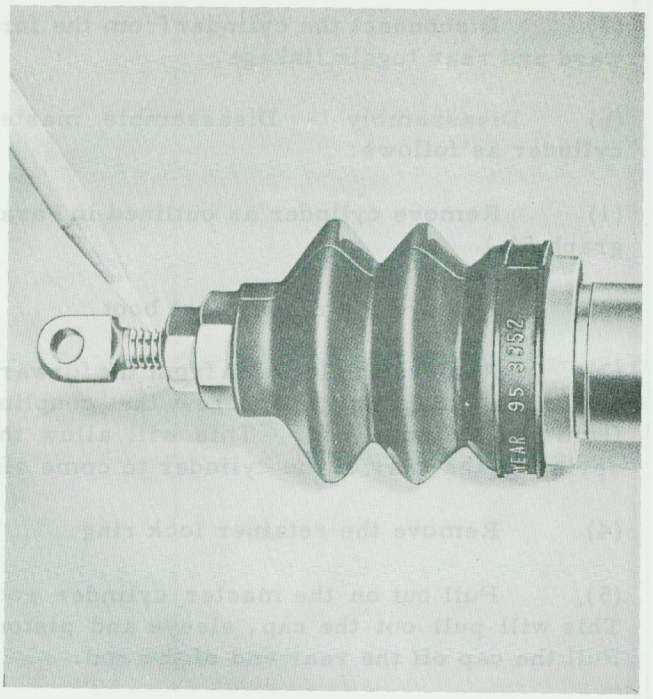

Figure 2-63 Cylinder Clevis Nut Adjustment
(1) Connect the cylinder to the forward and rear toggle linkage.
(2) Connect hydraulic lines to cylinder.
(3) Adjust the linkage to the master cylinder (Figure 2-63) so the piston touches the retaining washer. Piston cup must clear compensating port when in full back position.